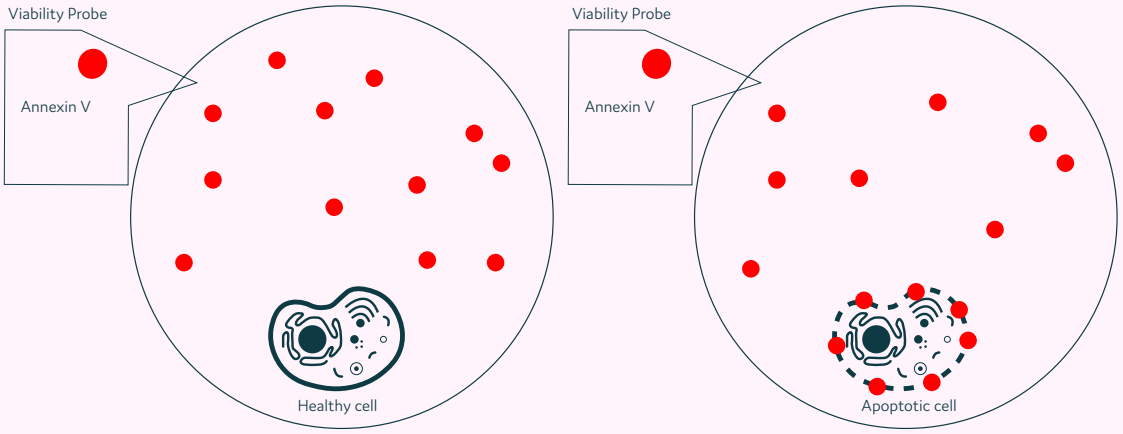

Figure 1. Schematic diagram for Viability Probe assay on Cyto-Mine® Chroma.
The Viability Probe consists of Annexin V molecules conjugated to a far-red fluorophore, designed to detect apoptotic and dead cells. During apoptosis, phosphatidylserine (PS) is translocated from the inner to the outer leaflet of the plasma membrane. The exposed PS is specifically bound by the fluorescently labelled Annexin V, allowing apoptotic cells to be detected through localization of far-red fluorescence signal at the cell surface (**Figure 1**). These probes are co-encapsulated with individual cells into picodroplets for a subsequent incubation. During analysis and sorting on the Cyto-Mine® Chroma system, each droplet is assessed for localized far-red fluorescence. This enables evaluation of cell viability at the single-cell level. Users can apply gating strategies to select droplets that are far-red-negative, thereby enriching for healthy cells while excluding those that are apoptotic.